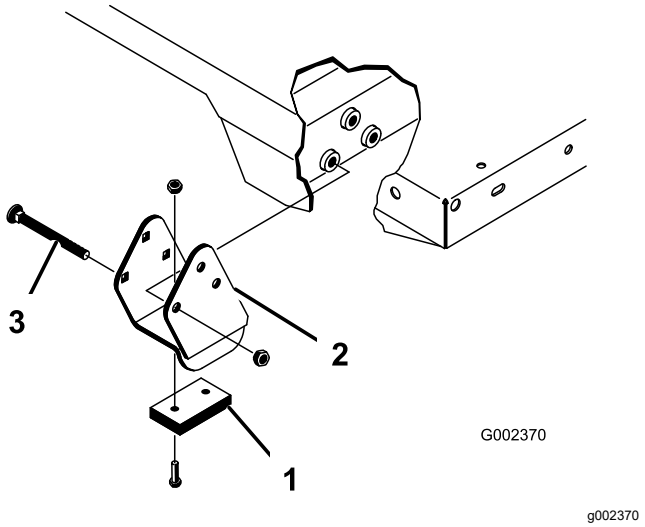

**Figuur 35**
**Opmerking:** Zorg ervoor dat de afstandsbeugels en de stootblokken (Figuur 35) zijn gemonteerd met de koppen van de slotbouten aan de binnenzijde van de machine.
2. Plaats de laadbak voorzichtig op het frame van de machine en lijn daarbij de openingen van de achterste draaiplaat van de laadbak uit met de openingen in de achterste framebalk en monteer 2 gaffelpennen en lynchpennen (Figuur 35).
4. Monteer de gaffelpen vanaf de buitenkant van de laadbak met de lynchpen naar buiten (Figuur 35).